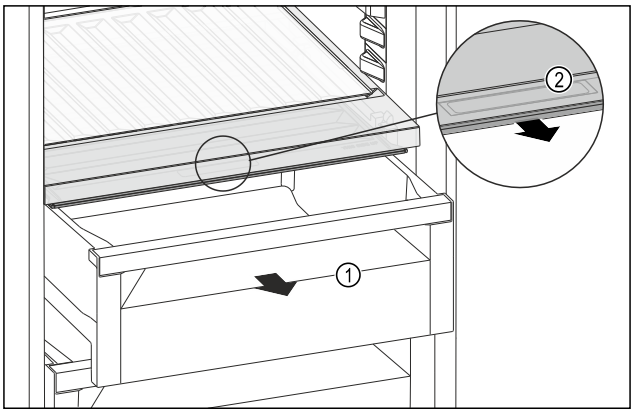

Fig. 192
▶ Retirer le tiroir *Fig. 192 (1)*.
▶ Saisir la poignée encastrée *Fig. 192 (2)* du couvercle du compartiment et tirer le couvercle du compartiment par l'avant.